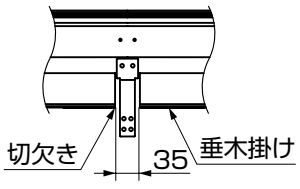

図4-6　ガーデンルーム
- ●ガーデンルームプラスタイプの場合の垂木に上部方立を取付ける場合は、垂木掛けに切欠きが必要です。(図4-6参照)